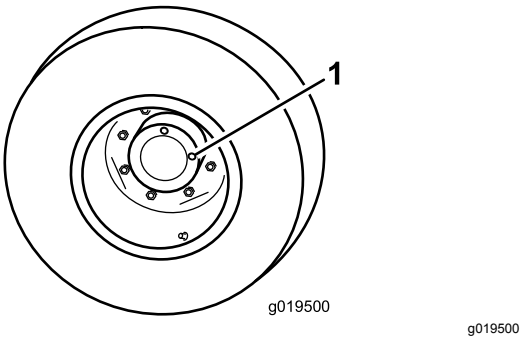

**Figur 65**
1. Anbring maskinen på et plant underlag, og placer hjulet, således at den ene kontrolprop (Figur 65) står i klokken 12-positionen, og den anden står i klokken 3-positionen.
1. Kontrol-/aftapningsprop (2)
2. Fjern proppen i klokken 3-positionen (Figur 65).